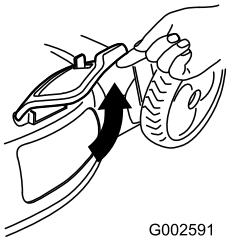

Figure 31
2. Lift open the side discharge door (Figure 31).